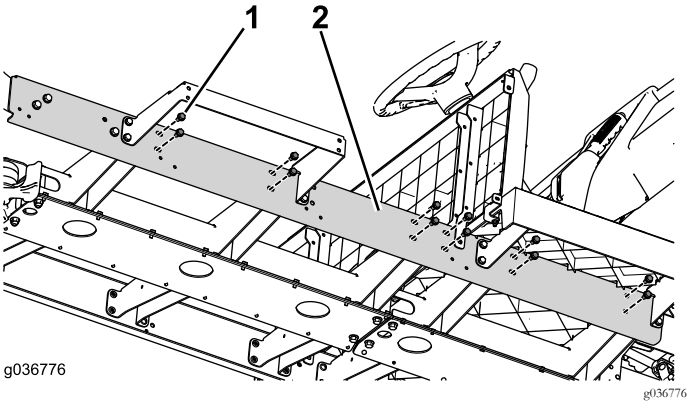

Figur 79
3. Monter de resterende kanalbolte og -møtrikker (Figur 79).